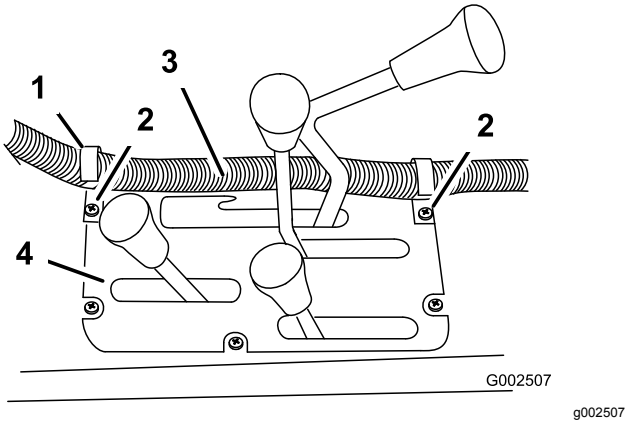
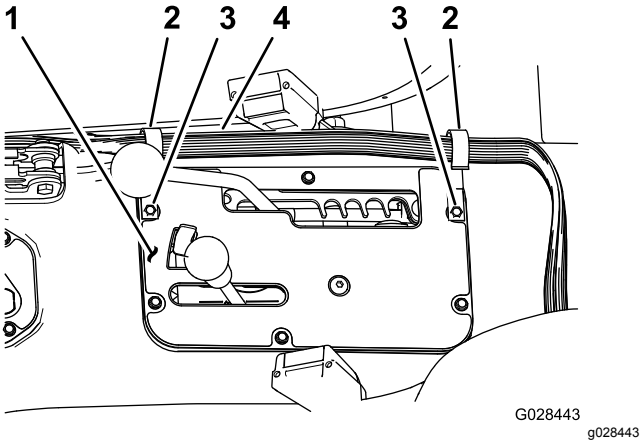

**Figur 20**
**Figur 21**
1. Monter to J-klemmer på midtkonsollen som vist i Figur 20 eller Figur 21, ved hjelp av de eksisterende skruene.